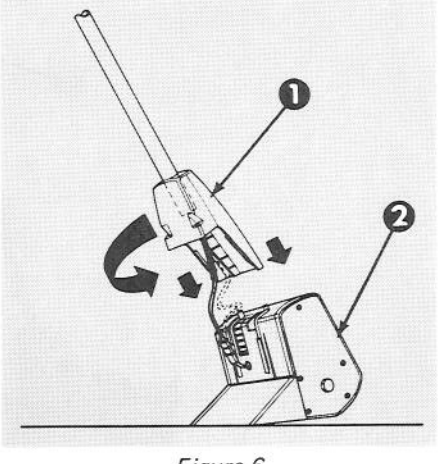

Figure 6
13. Placez la tête motorisée comme à la Figure 6 pour pouvoir insérer le manche et le glisser vers le bas. Tournez le manche de 1-1/2 tour **dans le sens des aiguilles d'une montre** jusqu'à ce que la tête motorisée et le manche soient correctement alignés.